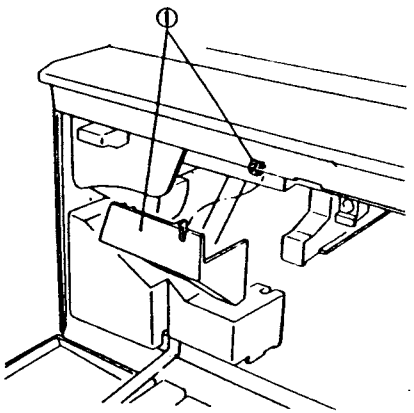

Рис. 1 DUP4-030
8. (Рис. 1): Снимите внутреннюю крышку.
①. Ослабьте винт и снимите внутреннюю крышку.